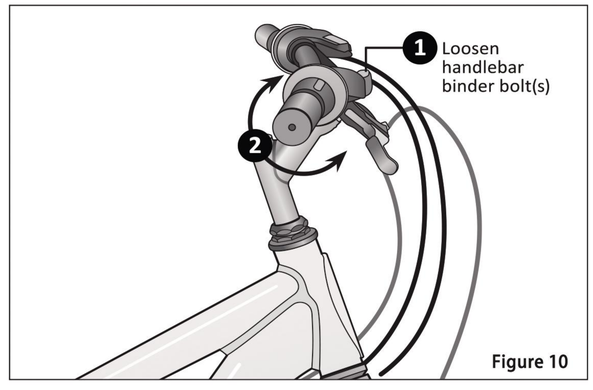

Figure 10
1. Using an Allen wrench loosen the handlebar binder bolt(s). **Figure 10**